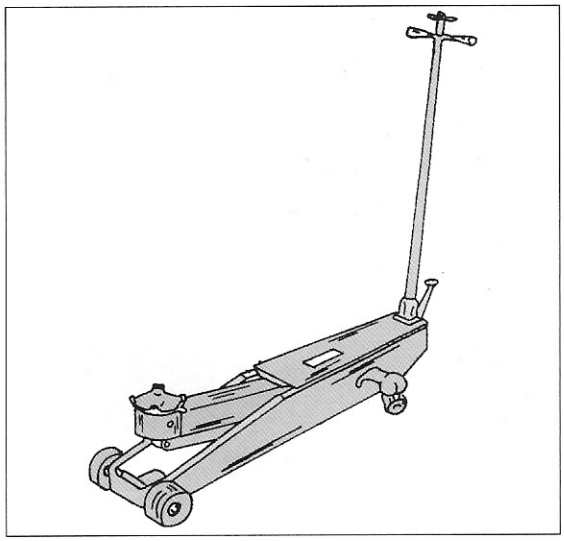
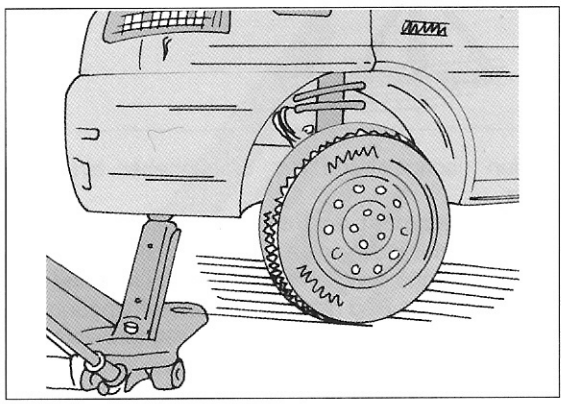

Bild 14
Bild 15
- Um ein Vorderrad mit einem Rollwagenheber, wie in Bild 14 gezeigt, anzuheben, wird die gleiche Ansatzstelle wie beim Scherenwagenheber benutzt, mit dem Unterschied, dass man einen Holzklotz zwischen Wagenheberkopf und der Ansatzstelle einlegen sollte, wie man es in Bild 15 sehen kann.